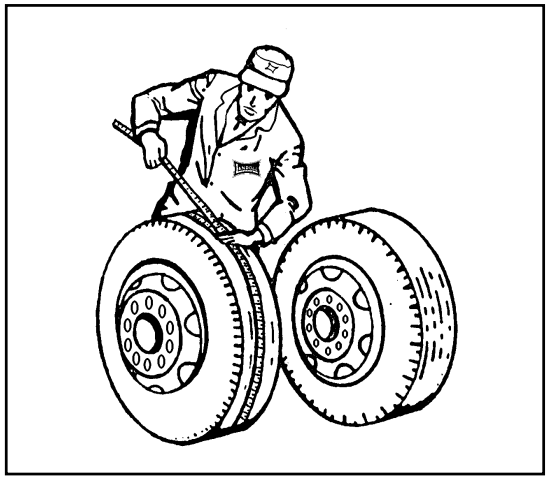

Figure 4-16 Measuring Tape Method
a. Tape Measuring Method: Measure around each tire on the tread surface. A maximum difference of 3/4" is allowed between the two mating tires of a dual **(See Figure 4-16).**